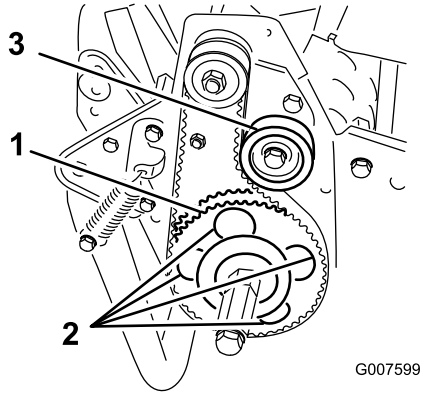

Bild 38
7. Drehen Sie die Antriebsscheibe, bis die Löcher mit den vier Bundscheiben des Rollenlagers ausgerichtet sind (Bild 38).
11. Stellen Sie die Riemenspannung ein, und ziehen Sie die Befestigungsschraube der Spannscheibe an (Bild 38).